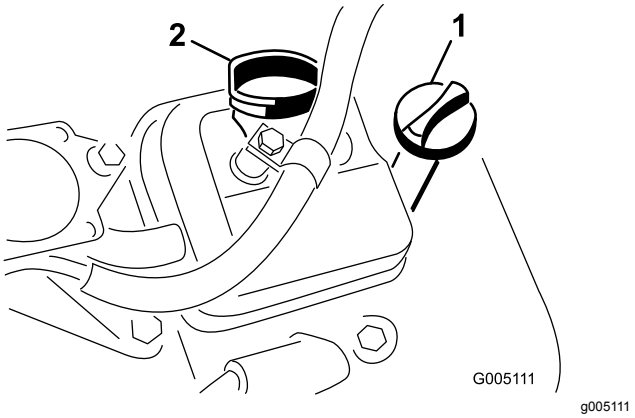

Figur 33
3. Sæt målepinden ned i målepindsrøret, og skru den ind i røret (Figur 33).